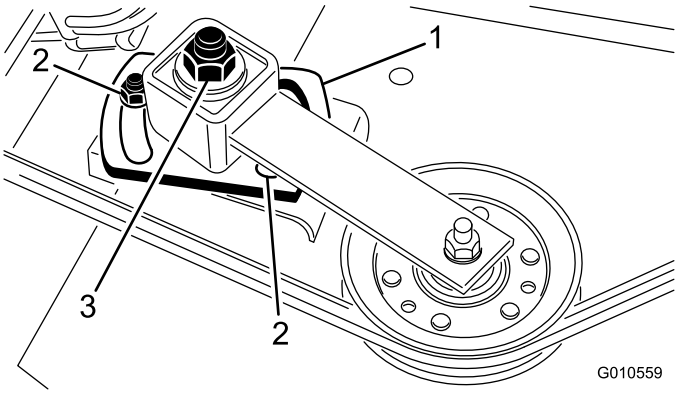

Figuur 28
4. Draai de 2 moeren los waarmee de plaat van de spanpoelie is bevestigd. Gebruik een inbussleutel en een momentsleutel en draai de stelmoer van de spanpoelie vast met 24-41 Nm (Figuur 28).